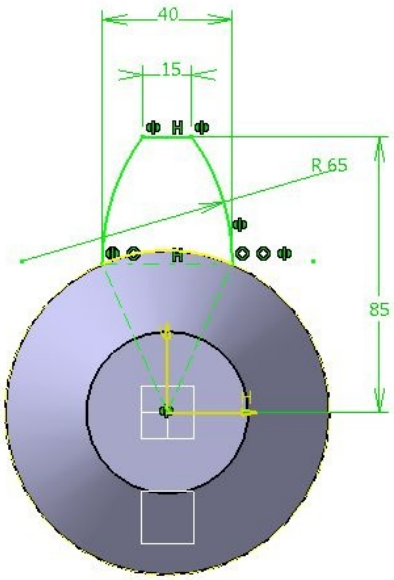

Figure 9-72 *Sketch created on the front planar face*
c. Draw the sketch of the first section of the gear tooth on a plane that is at an offset distance from the right most planar face of the base feature, refer to Figures 9-72.
2. Draw the sketch on the newly created plane, as shown in Figure 9-72.